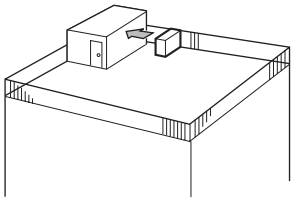

Fig. 2-3
① Positionner la sortie d'air vers le mur le plus proche et à environ 50 cm (19-11/16") de celui-ci. (Fig. 2-3)